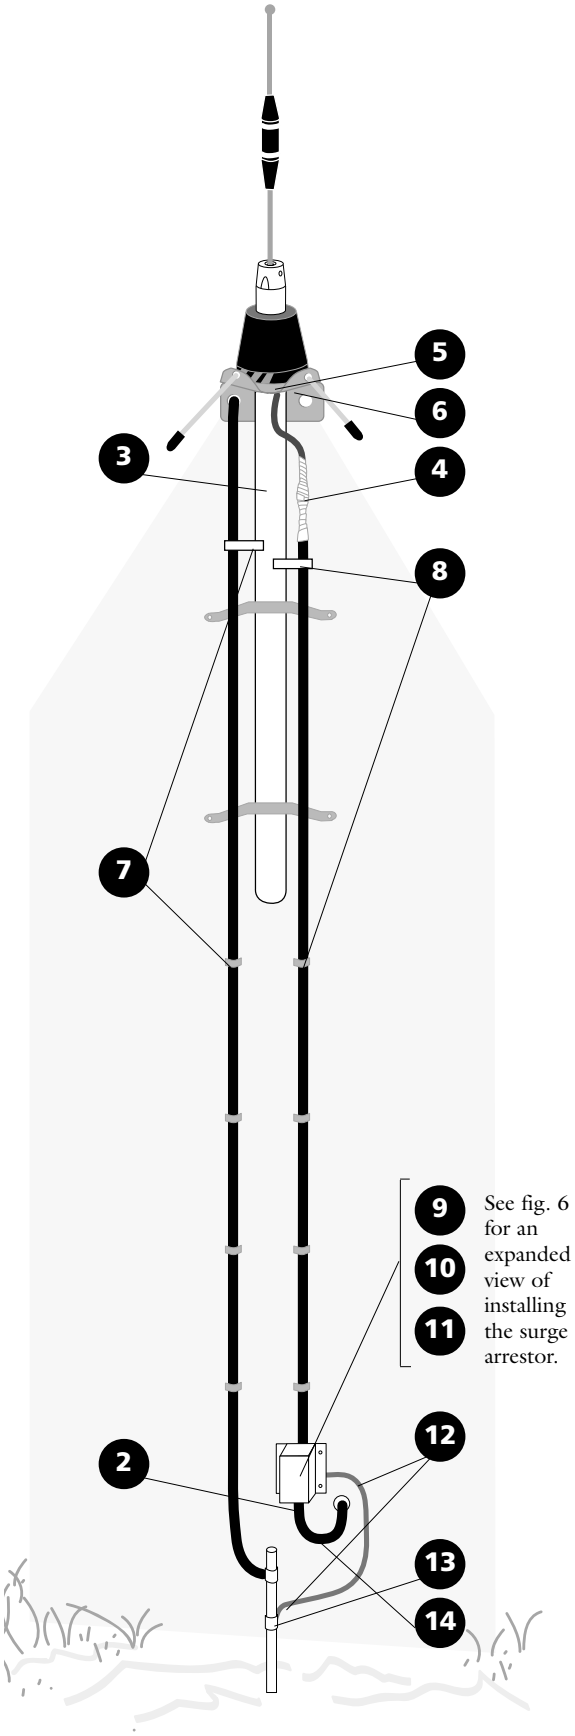

Figure 3: Central base antenna (Installation detail)
11. Form a rain drip loop in the coaxial cable at the point before it enters the building (see figs. 3 and 6).